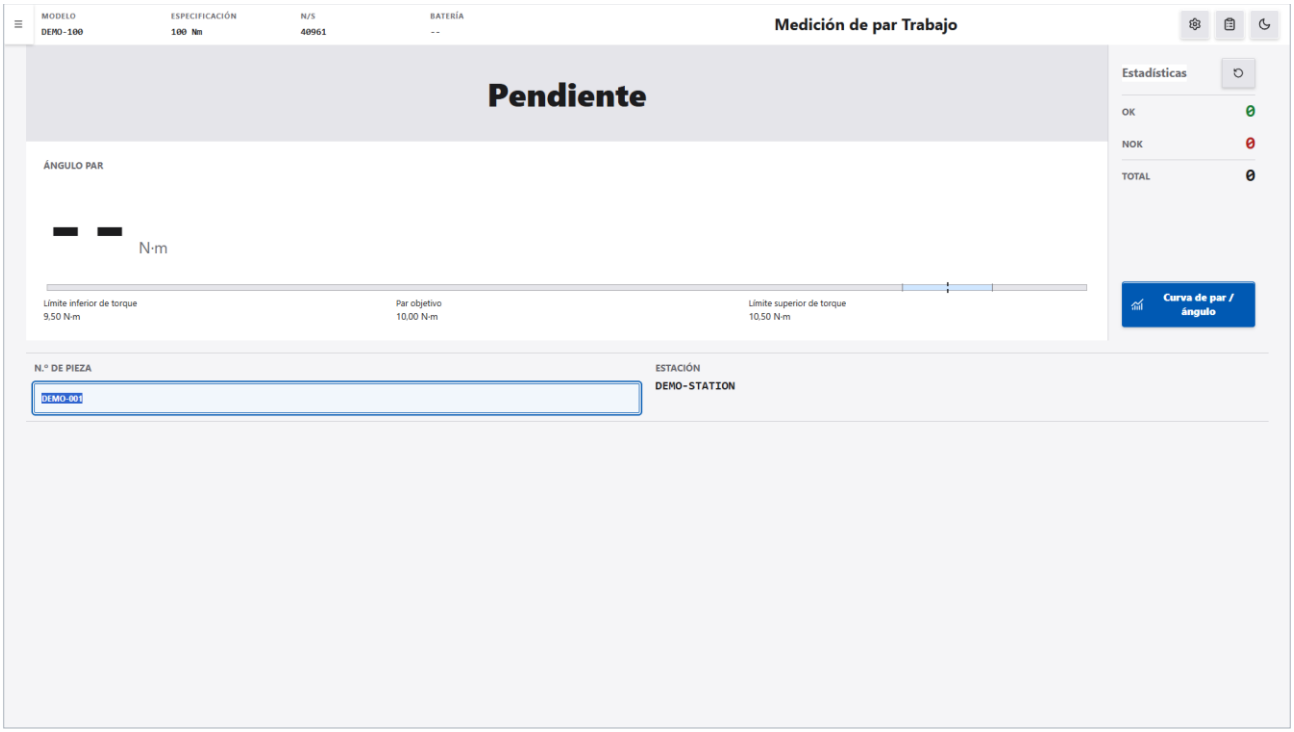

Figura 7-1 Pantalla de trabajo de medición de par
1. En el menú de navegación, haga clic en «Sensor rotativo» → «Medición de par». La pantalla muestra primero «Cargando...» y después «Medición de par Trabajo», con el banner de evaluación en «Pendiente» y el cursor en «N.º de pieza» (véase la Figura 7-1).